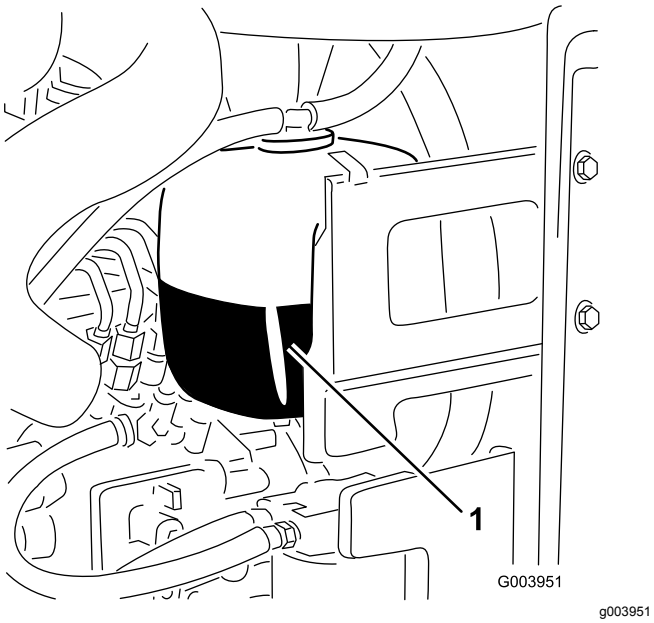

Figur 56
1. Kontroller kjølemiddelnivået i ekspansjonstanken (Figur 56).